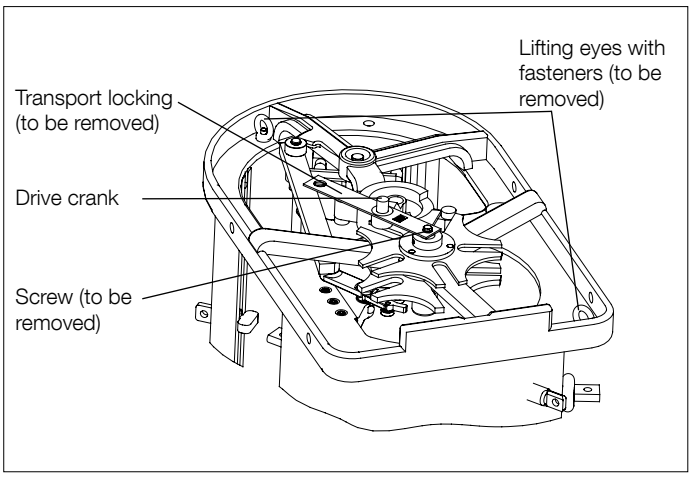

Fig. 13a. Tap selector size III, top view.
6. Remove the transport locking and the lifting eyes with fasteners from the top section of the tap selector; see Fig. 13a-b.